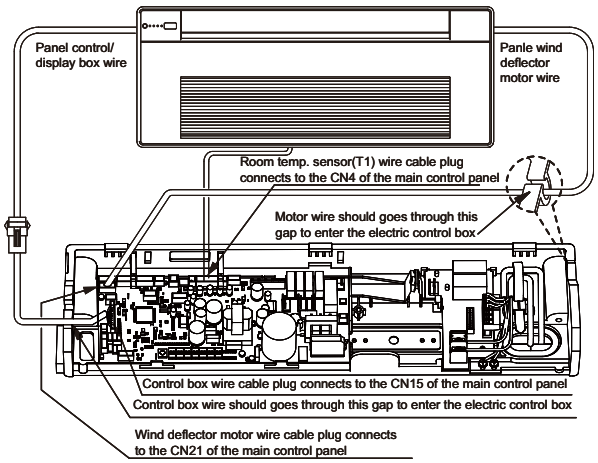

Fig. 22 —Electrical Wiring for Panel Assembly (005-012)
b. Connect the terminals of the control display of the panel assembly, the terminals of the motor of the fan guide, and room temp.sensor (T1) wire terminals to the main controller board of the unit as shown in Figs. 22 and 23.